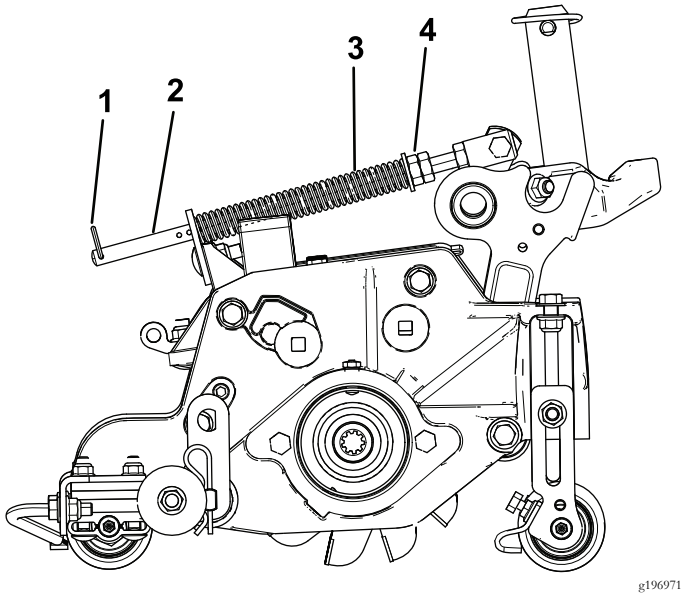

图15
1. 确保发卡销安装在弹簧杆的后孔内 图15。
2. 拧紧弹簧杆前端的六角螺母直至压缩后的弹簧长度为159mm 图15。